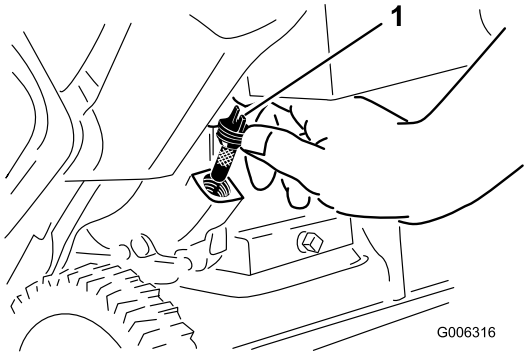

Figur 26
6. Rengjør rundt oljelokket (Figur 26).
7. Ta av oljelokket og fjern det (Figur 26).